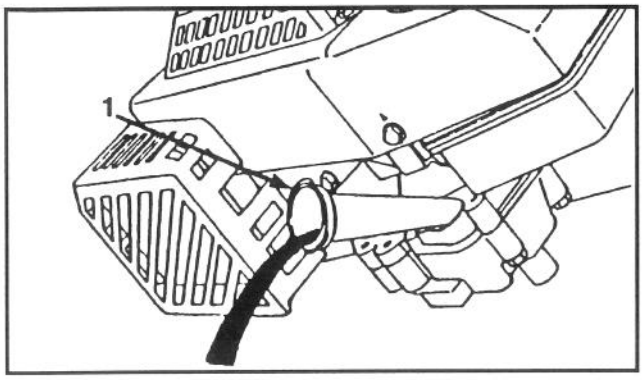

Abb. 18
4. Den Mäher auf die linke Seite kippen, damit das Öl in die Wanne ablaufen kann (Abb. 18).